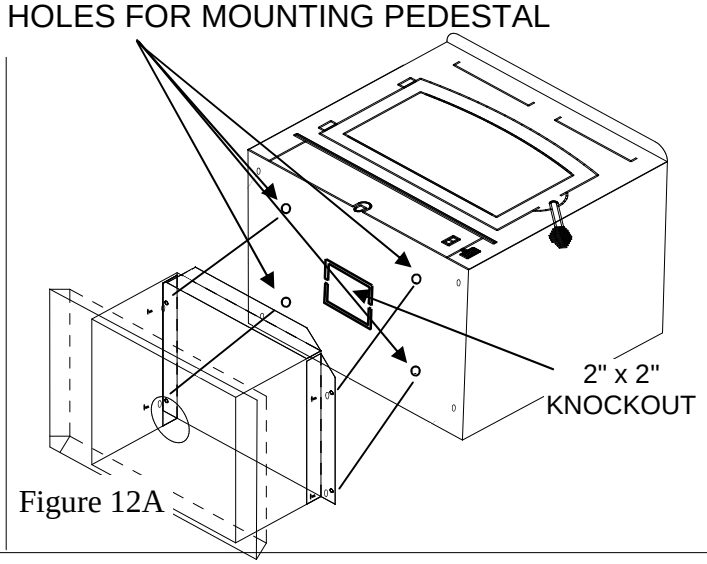

Figure 12A
6. **(Pedestal Kit):** If pedestal kit is being used **(and out side air is required see below, Out Side Air Installation).** Open freestanding kit and obtain stand. Place stand against bottom of heater (angle side to heater). Center stand front to rear and also center stand left and right. Mark screw locations on bottom of stove through outer holes of stand mounting angles. Set stand aside and drill four 7/32" holes in heater bottom. Before attaching heater to the stand, take a large flat screwdriver or pliers and remove 2" x 2" knockout on bottom of unit. (See Figure 12A). Then mount stand to bottom of heater with screws provided. (See Figure 12A).
7. Obtain four (4) 3/16" self-tapping screws and secure stand to heater.